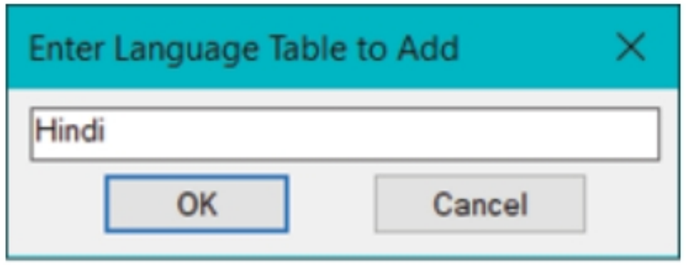

Figure-75. Enter Language Table to Add dialog box
- Click on the **Add a Language** button if you want to add a new language. The **Enter Language Table to Add** dialog box will be displayed; refer to Figure-75.